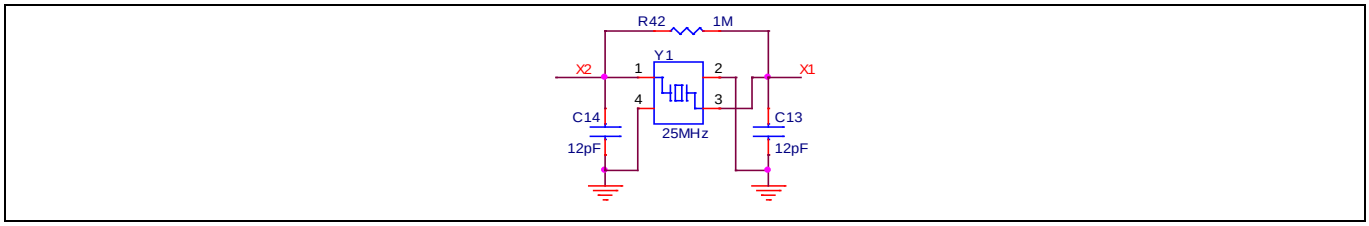

**Figure 15 水晶振動子周辺回路**
- 出力ピンの電圧レベル (Figure 15 の X2)
$C_{L1}$はアンプ入力の外部負荷容量 (Figure 15 の C13)
HX3PD のリファレンスデザインで使用されている水晶振動子 (Figure 15 に示すように、Abracon LLC の ABM8G-25.000MHZ-B4Y-T) のパラメータは、$f$ = 25 MHz、$R$ = 60 Ωです。
コンデンサ C13 および C14 (Figure 15 に示す)は、水晶の負荷容量値に基づいて慎重に選択する必要があります。